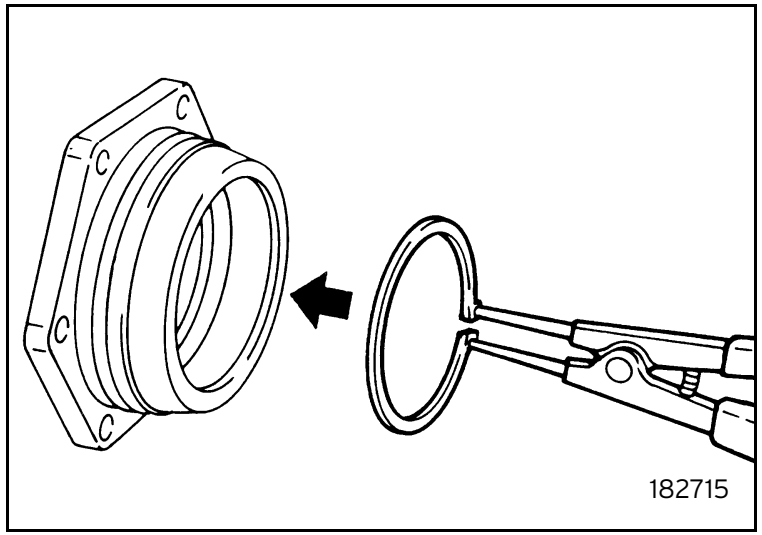

Fig. 15
- Fit the ball bearing snap ring (figure 15). Repeat the operation on the other hub.